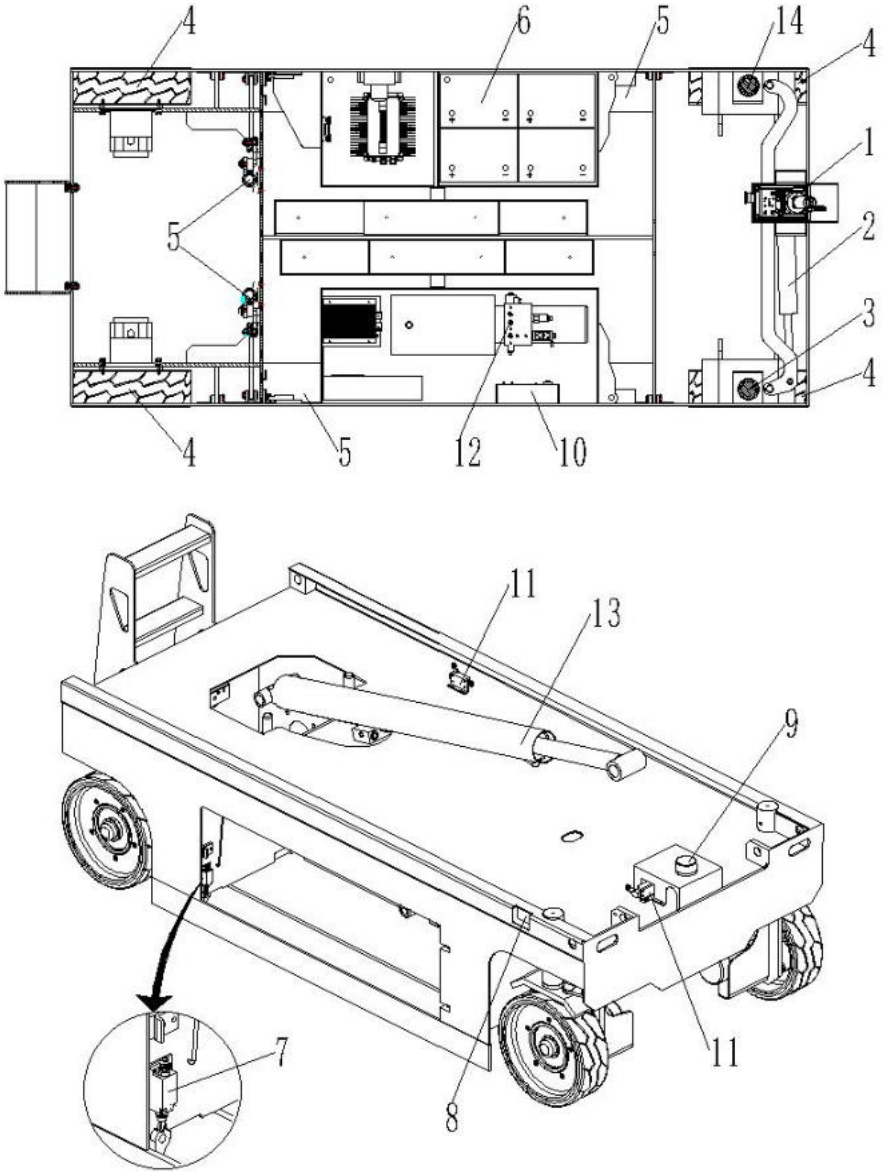

Рис. 2-1. Проведение ежедневного общего осмотра.
5. **Общий осмотр** – См. Рис. 2-1